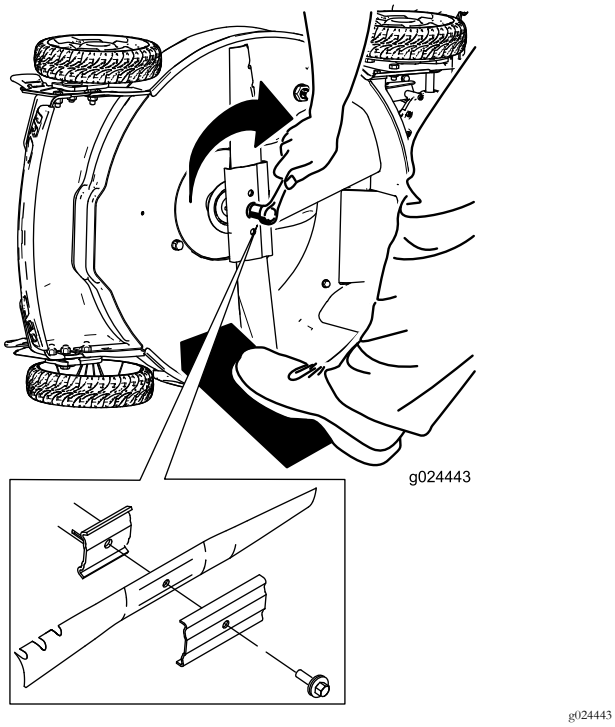

Figur 32
5. Sätt fast den nya kniven och alla monteringsdelar (Figur 32).